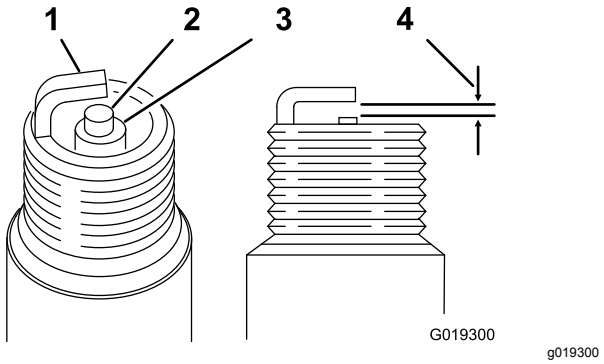

Rysunek 34
Szczelina: 0,7 do 0,8 mm, patrz Rysunek 34
3. Ustaw szczelinę na poziomie 0,7 do 0,8 mm (Rysunek 34).